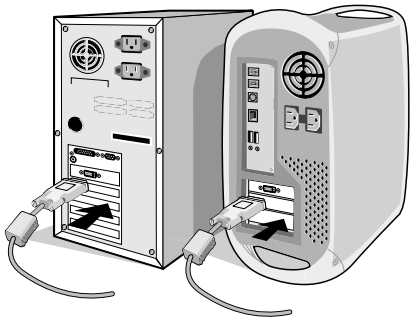

**Figure A.1**
2. **For the PC or MAC with DVI digital output:** Connect the DVI signal cable to the connector of the display card in your system (**Figure A.1**). Tighten all screws.